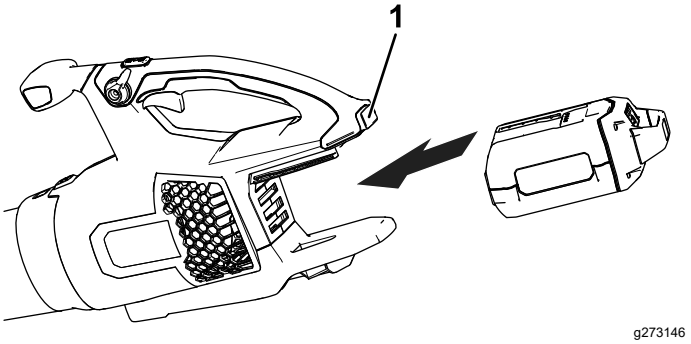

**Figure 6**
2. Align the cavity on the battery pack with the tongue in the handle housing (Figure 6).
3. Grasp the handle, and push the battery pack into the handle until the latch locks into place (Figure 6).